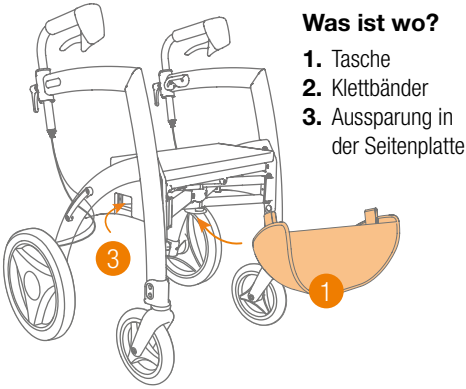

Abbildung 3: Die Tasche anbringen.
c. Die Tasche ist nicht symmetrisch, die Seitenteile folgen der Form des Rahmens. Finden Sie heraus, was die Vorderseite ist und bringen Sie die Tasche richtig unter dem Sitz an **(Abbildung 3)**.